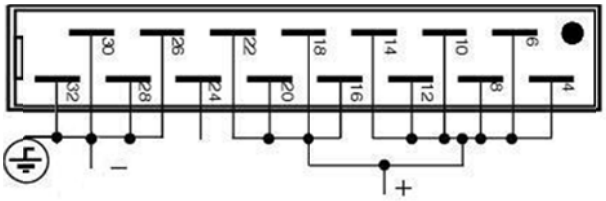

Figure 11. *Output to case isolation voltage test.*
4. Connect your isolation tester between output and case. See *Figure 11*. Raise the voltage of the isolation tester from 0 to 2000 Vd.c. (With option E2 0 V to 4000 Vd.c.) Check that the leakage current does not exceed 5 µA. The voltage should not be applied for more than a few seconds or the Y-capacitors might be damaged.
4. Connect your isolation tester between output and case. See *Figure 11*.
5. Raise the voltage of the isolation tester from 0 to 2500 Va.c. The voltage should not be applied for more than one (1) minute or the Y-capacitors might be damaged.